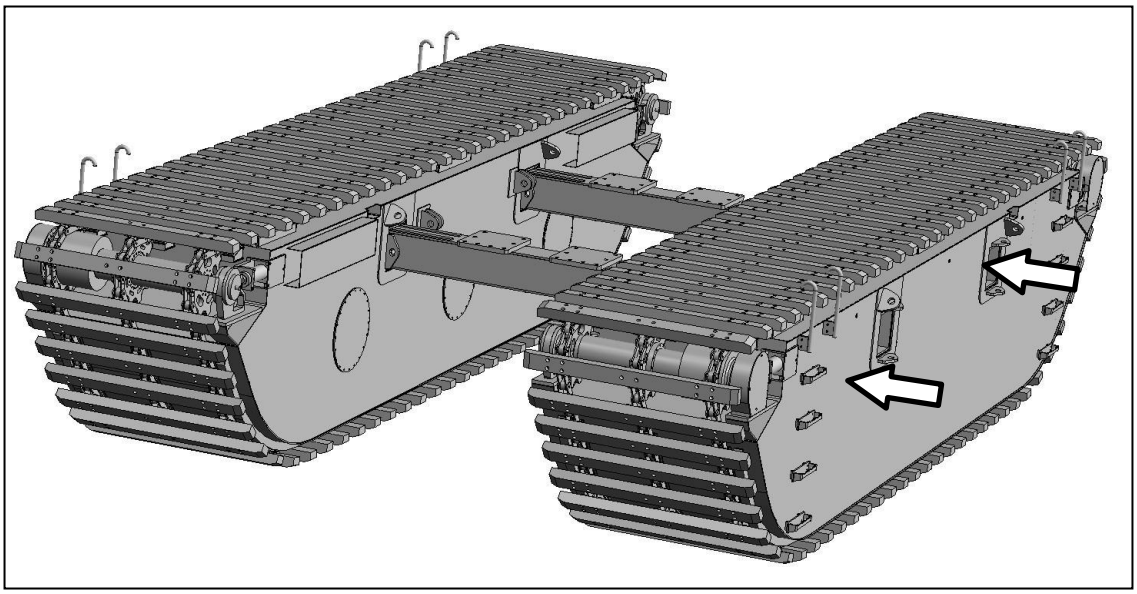

***Figure 6.4***
3. Move the second undercarriage unit to the preassembled unit. Insert the undercarriage into the crossbeam. Use the locking pin to lock the crossbeams. Refer to Figure 6.4.